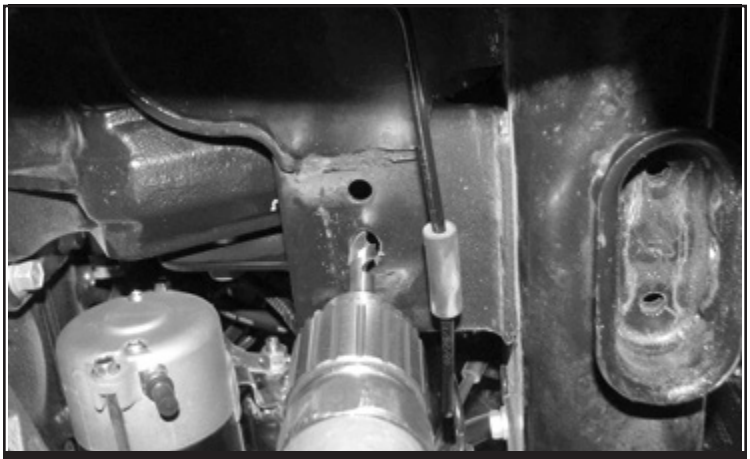

FIGURE 21 - STEP 27
27. Using a 1/2” drill bit, drill out the hole in the factory crossmember in-line with the factory bump stop mount. **SEE FIGURE 21**